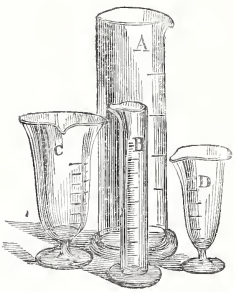

Fig. 12.
52. — Vous allez à présent, mon cher élève, me demander quel liquide nous devons employer. C'est un mélange variable d'éther sulfurique et d'alcool, généralement dans la proportion de neuf parties en volume du premier pour une du second. C'est-à-dire que, si vous mesurez ces liquides dans un petit verre, par exemple, vous remplirez neuf fois avec l'éther, une fois avec l'alcool, vous mêlerez les deux dans un flacon, et votre liquide sera probablement convenable. Au lieu de nous servir d'un petit verre, nous allons en prendre un plus grand C (fig. 12) et muni de divisions gravées sur le verre et numérotées. Je n'ai pas besoin de vous dire qu'il vous suffira de remplir d'éther le *verre gradué* C ou D, ou l'*éprouvette graduée* A, c'est la plus longue (fig. 12)
Mesurez dedans à l'éprouvette graduée B (fig. 12) : (une fois pour toutes, ces vases A, B, C, D, (fig. 12) servent à la distribution de tous les liquides comme la balance à la répartition de tous les corps solides.)